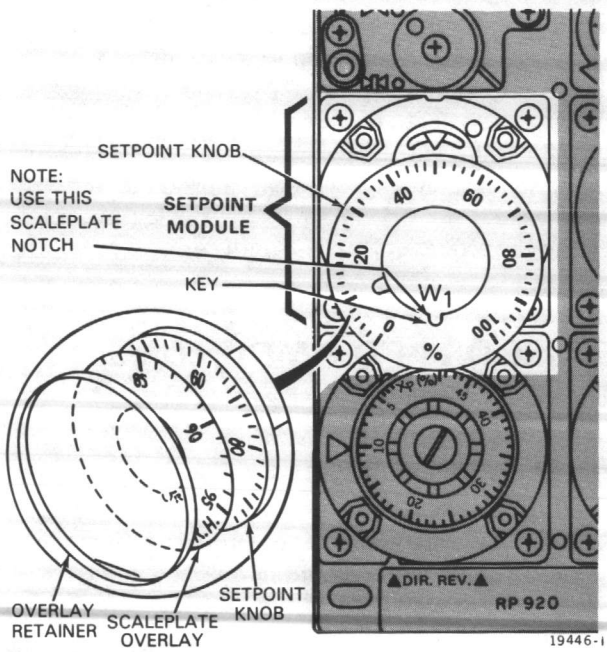

Fig. 8. Setpoint Adjustment.
1. If scale overlay is used, insert overlay between setpoint knob (W1) and transparent overlay retainer. Note position of key and overlay notch (Fig. 8).
1. Adjust setpoint knob to 100% (Fig. 8) or to the maximum setpoint value desired.
3. Insert scale overlay between setpoint knob and transparent overlay retainer. Note position of key and overlay notch (Fig. 8).